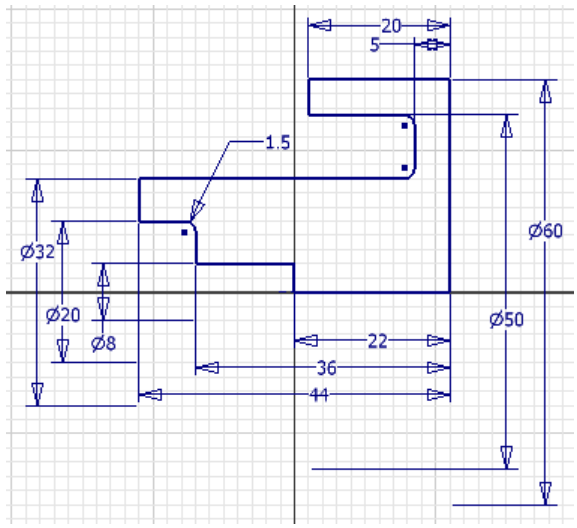

Figure 3-56 *Fully dimensioned sketch after adding fillets*
2. Similarly, select lines 4 and 5 as well as lines 7 and 8 to add fillets between these lines. Exit the **2D Fillet** dialog box. The final sketch after adding fillets is shown in Figure 3-56.